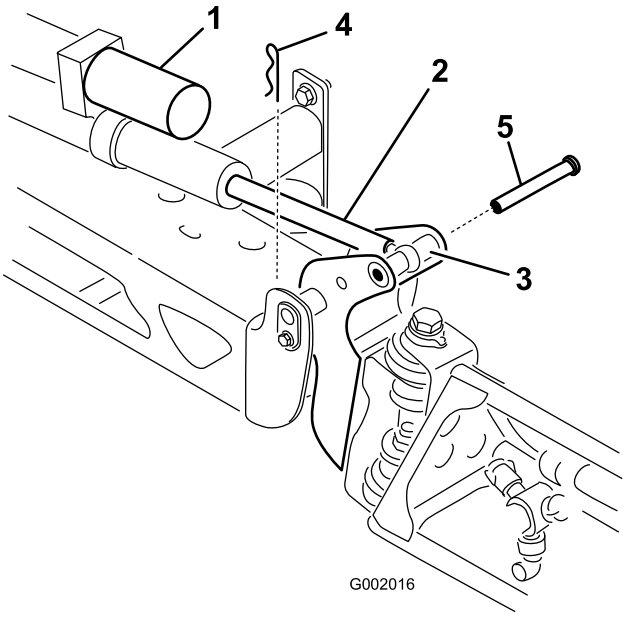

Figur 45
2. Fjern splitten fra drejetappen (Figur 45).
3. Løft op på bommen, og fjern splitten (Figur 45). Sænk langsomt bommen ned på jorden.
6. Hæv bommen for at tilpasse drejetappen til aktuatorstangen. Mens du holder bommen, skal du føre stiften gennem bommens drejetap og aktuatorstangen (Figur 45).